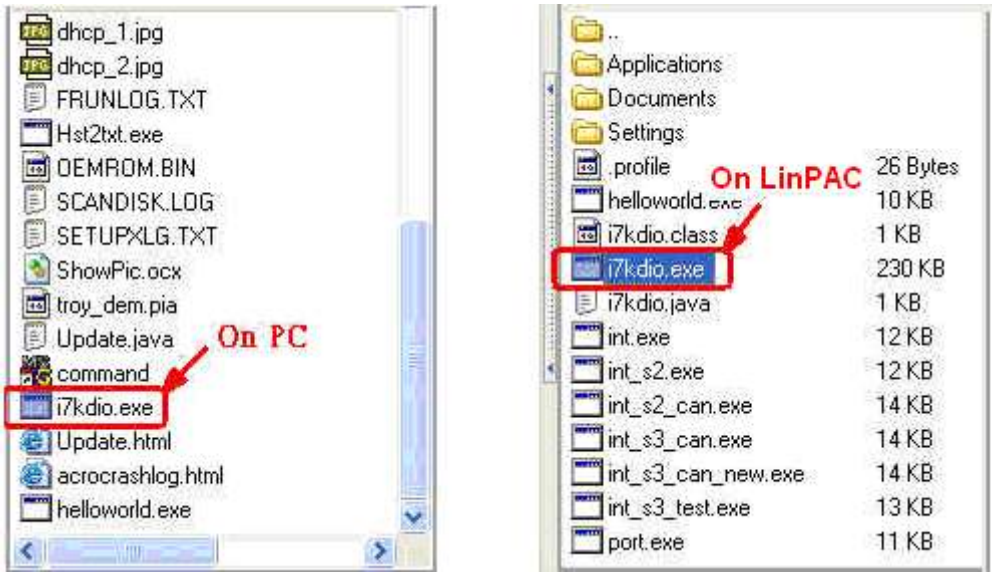

Fig.7-4
Step2: Upload the file **i7kdio.exe** file to the LP-8x4x. (refer to Fig.7-4).